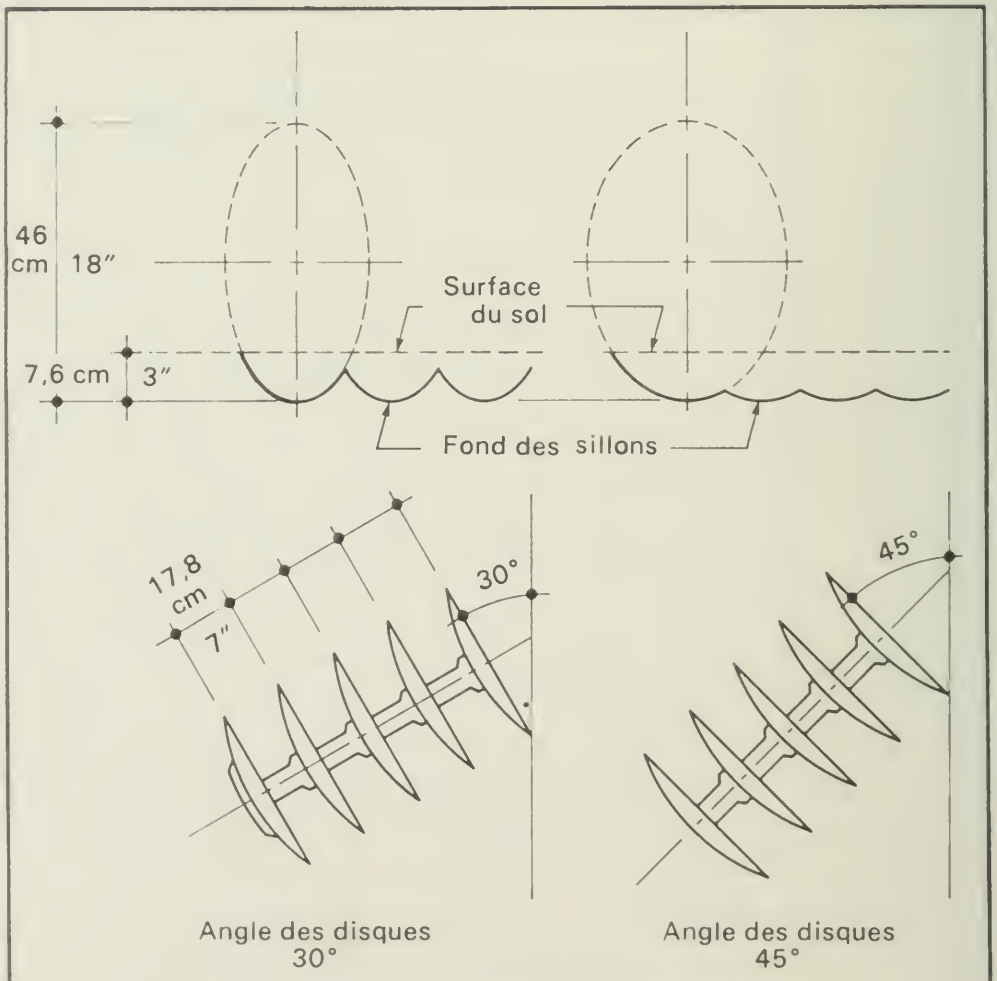

Fig. 2 Uniformité de la profondeur de travail
3. elle procure une profondeur de travail plus uniforme (fig. 2).
Deux facteurs doivent être pris en considération quand on choisit la largeur de coupe pour un travail déterminé: ce sont, le genre de travail à exécuter et les limites d'emploi de la charrue à disques dont on dispose. Quand on veut enfouir un maximum de débris ou pulvériser le sol, on emploie une étroite largeur de coupe. Par contre, en automne quand on veut exécuter un labour peu profond pour enfouir les semences de mauvaises herbes et réduire modérément la couverture de paille (déchaumage peu profond), on emploie une grande largeur de travail. Si le sol est dur, peut-être devra-t-on adopter une faible largeur afin de maintenir la stabilité de la machine. Pour la plupart des semis, on ne requiert qu'une profondeur de travail relativement faible et le plus souvent on souhaite enfouir quelque peu les mauvaises herbes. Pour faire ensemble ces deux travaux, on emploie une largeur de travail relativement faible. On obtient ce résultat en réduisant de 10% la largeur théorique de la machine. On trouvera dans la fig. 2, l'illustration des types de labour que l'on obtient avec le réglage maximum ou minimum de l'angle de travail. A 30°, correspondant à la plus grande largeur, et avec des disques de 46 cm *(18 po)*, la variation de profondeur sera d'environ 5 cm *(2 po)*. Avec des disques de 51 cm *(20 po)* cette